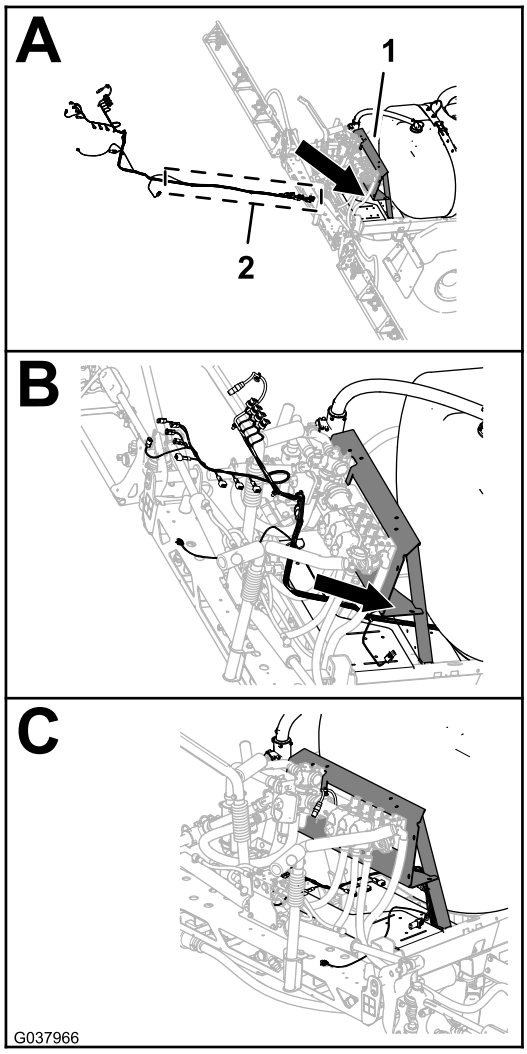

Figura 102
2. Enrute la rama de 168 cm del arnés eléctrico nuevo entre el panel de montaje de las válvulas y el soporte derecho del soporte del distribuidor (Figura 102).